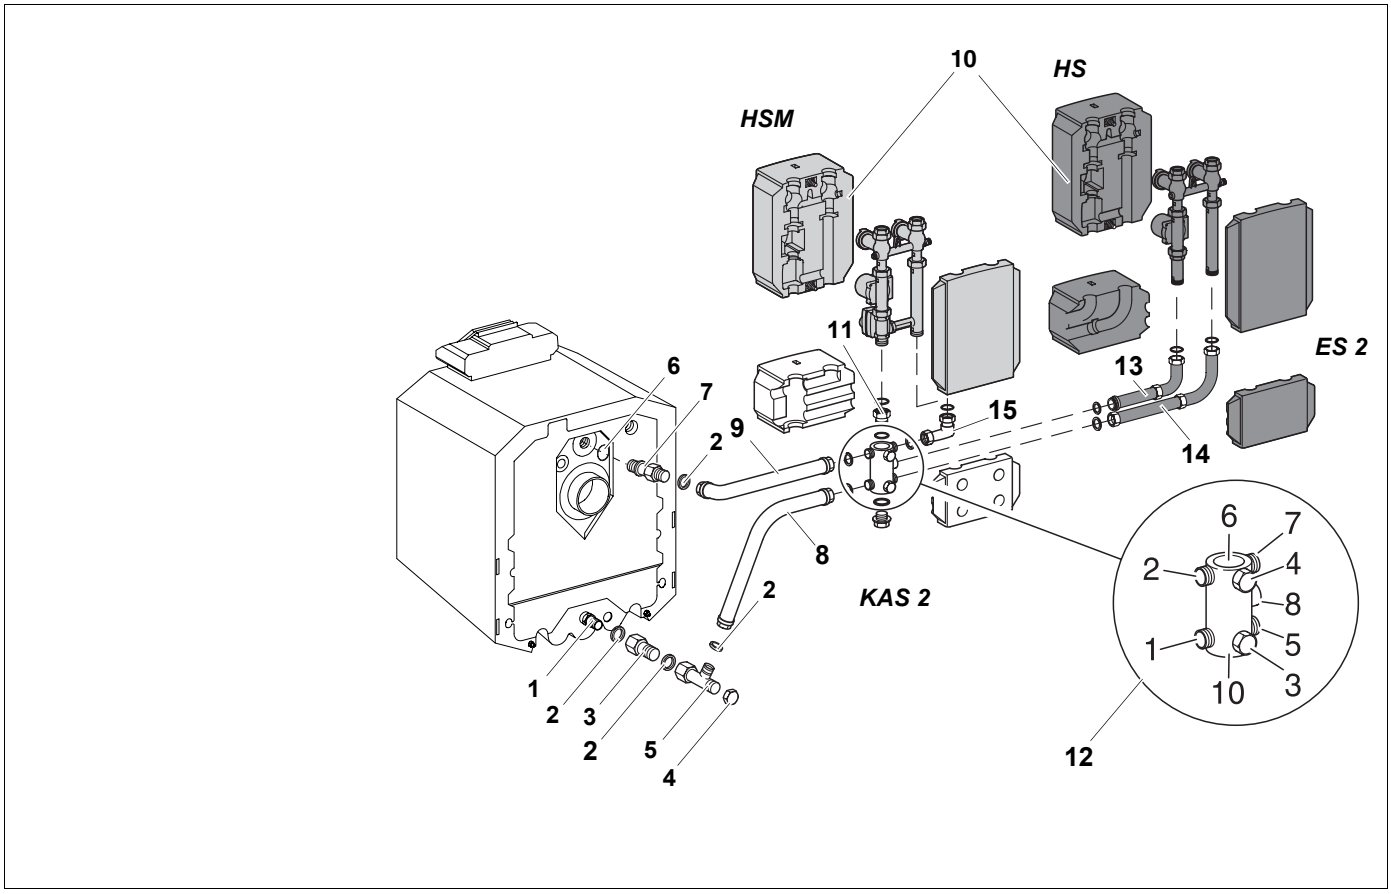

Рис. 5 Боковое подключение, левое поперечное исполнение
Экспликация к рис. 5
- Установить комплект подключения отопительного контура со смесителем (HSM) или без смесителя (HS) в соответствии с рис. 5.
- Установить отвод трубопровода с уплотнением (длинная сторона) (рис. 5).
- Установить уплотнение в резьбовое соединение промежуточного элемента (**14**) согласно рис. 5 и прикрутить промежуточный элемент к отводу N 5 многофункционального коллектора.
- Установить отвод трубопровода с уплотнением (короткая сторона) (рис. 5).
- Прикрутить комплект подключения отопительного контура со смесителем (HSM) или без смесителя (HS) в соответствии с рис. 5.